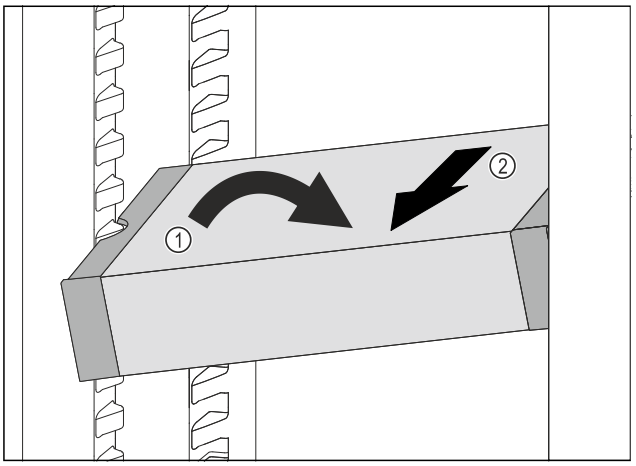

Fig. 160
▶ Novietojiet VarioSafe slīpi ledusskapja nodalījumā. *Fig. 160 (1)*
▶ Izņemiet VarioSafe uz priekšu. *Fig. 160 (2)*